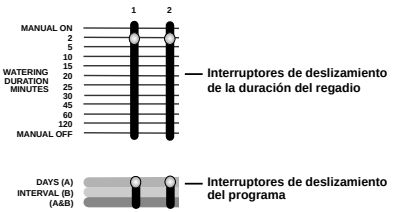

FIGURA 9: Graduadores deslizantes
- Fije el graduador deslizante de cada unidad a la que desee atribuir el programa A , B o A y B **[Vea la Figura 9].**